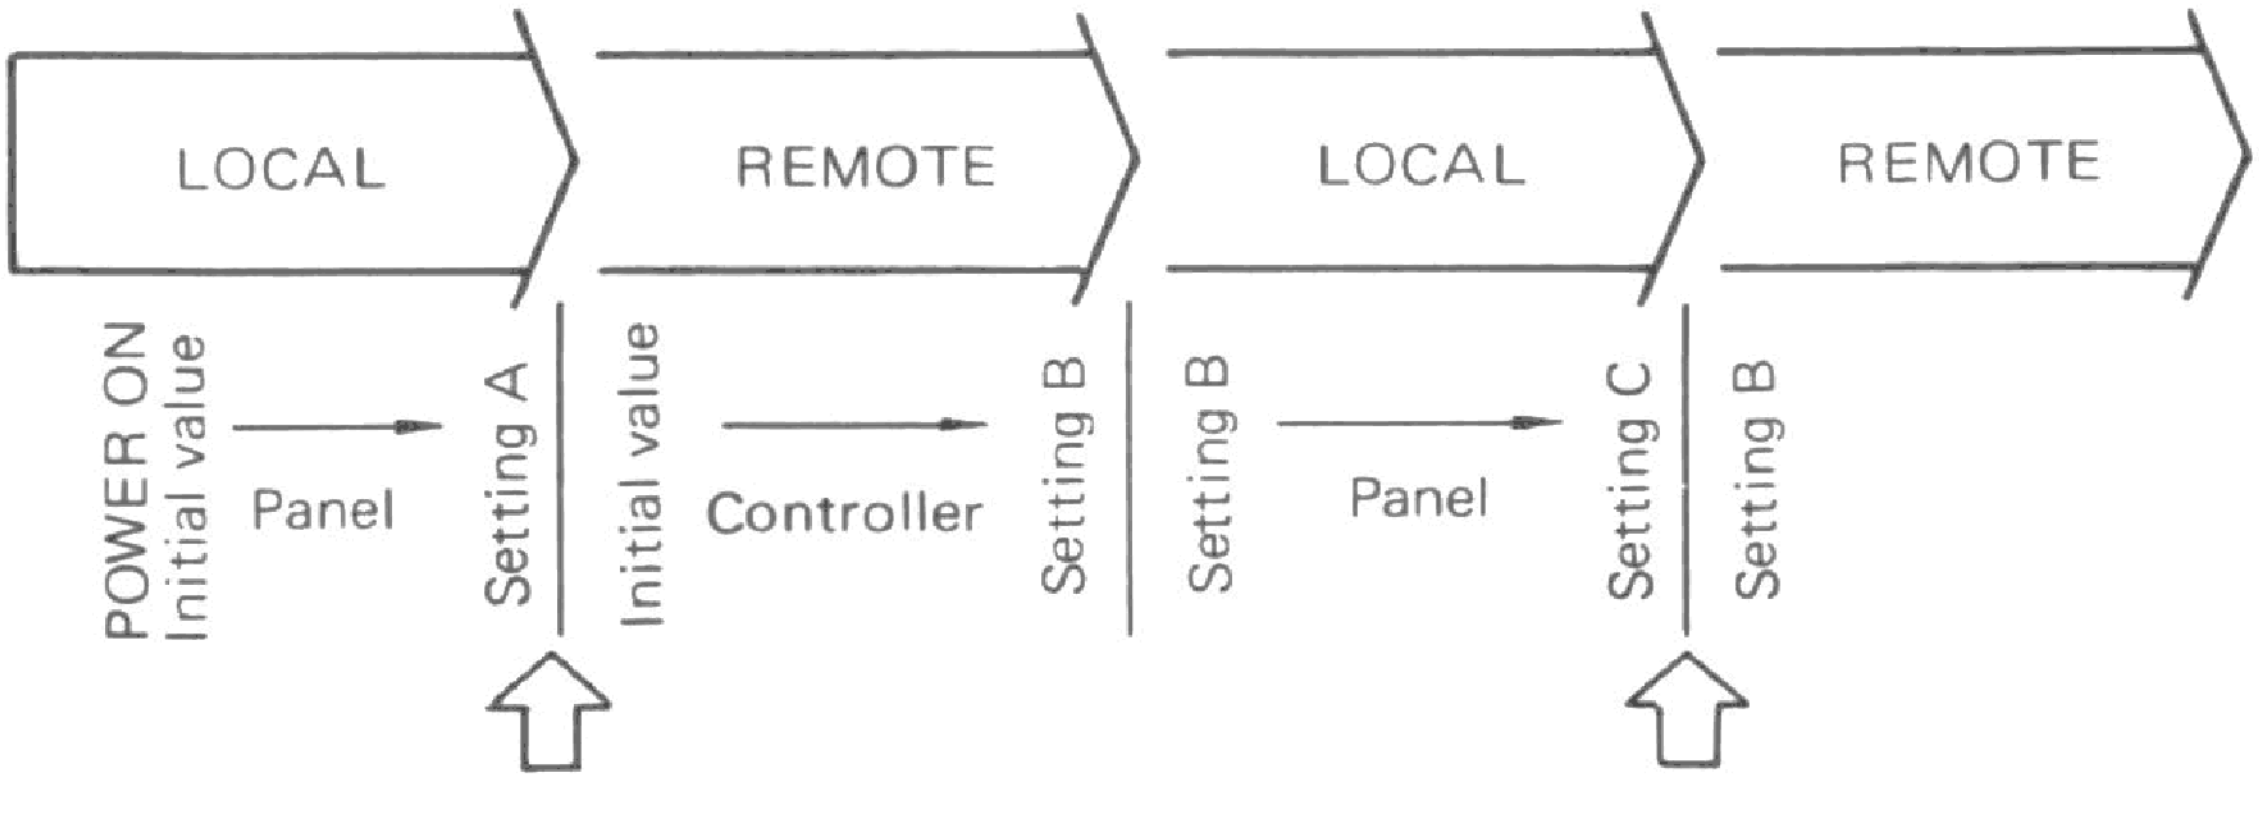

Fig. 4-4 Retention of remote setting
(3) The Remote settings (such as function) are retained when the state of the counter is changed from Remote to Local by the controller unless the **POWER** switch of the counter is set to **OFF**. When the counter is returned to the Remote state after altering the state to Local and changing the settings by operating the panel switches, the previous Remote settings are retained. (It appears that the settings such as function are also changed by simply changing the state from Local to Remote.) (See the positions indicated by the arrows in Figure 4-4.)